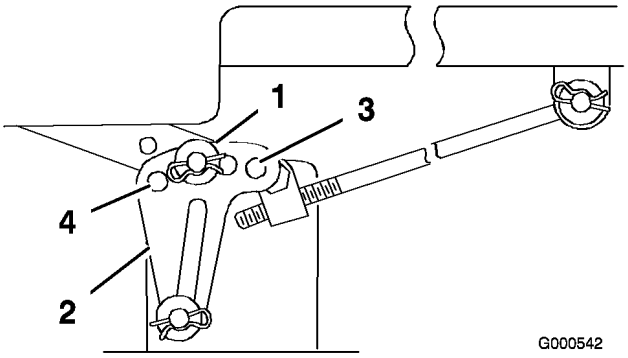
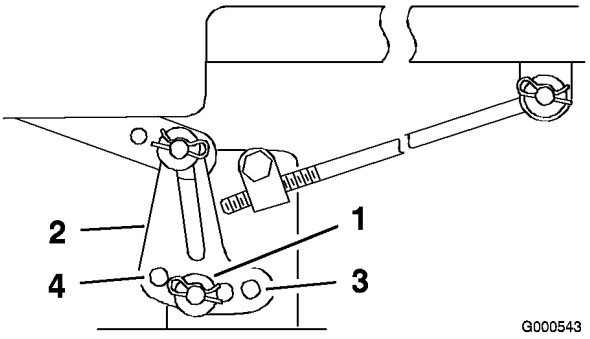

Figure 41
Figure 42
6. Enlevez la goupille fendue et la rondelle de l'une des pattes de mise à niveau (Figure 41).
7. Pour mettre les lames de niveau, fixez les pattes de mise à niveau dans un autre trou à l'aide de la rondelle et de la goupille fendue (Figure 41 et Figure 42). Utilisez un trou plus en avant pour réduire la hauteur de la lame, ou un trou plus en arrière pour l'augmenter. Réglez les deux côtés selon les besoins.